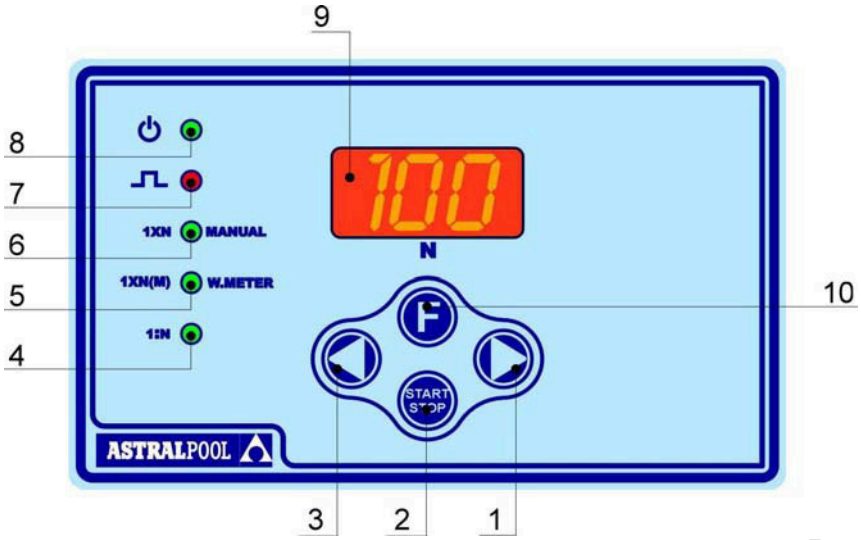

Fig. 15
11.1 - BEDIENVORRICHTUNGEN (Fig. 15)